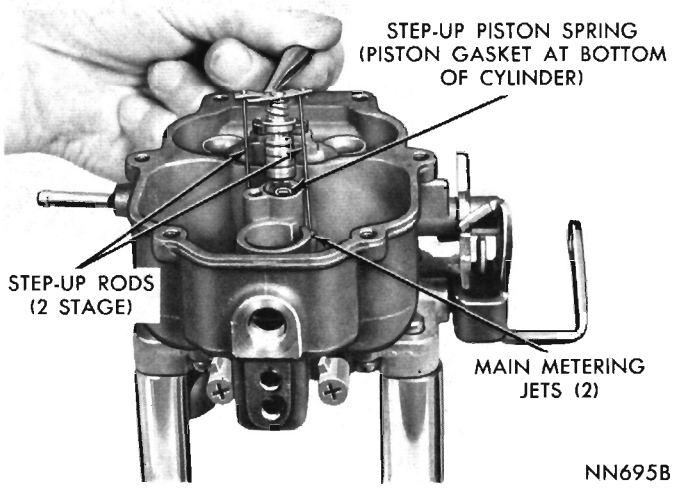

Fig. 4—Removing or Installing Step-Up Piston
(9) Remove fuel inlet needle valve, seat and gasket from main body.
(10) Lift out float fulcrum pin retainer, then lift out floats and fulcrum pin.
(11) Remove step-up piston retaining screw, and slide step-up piston and rods out of well, (Fig. 4). Now, lift out step-up piston spring. Remove step-up piston gasket from the bottom of well.
(7) Slide step-up piston gasket down into position in piston well, then install step-up piston spring and step-up piston and rods. Carefully guide step-up rods into main metering jets. (Fig. 4). Install retaining screw and tighten securely.